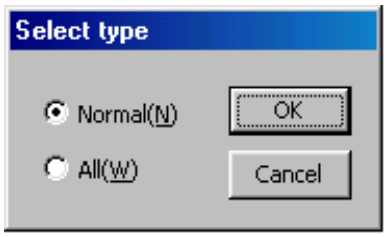

Figure 7.44 "Select type" dialog box
Click *"Upload (U)"* in the "Index TypeB Menu" to display the "Select type" dialog box (see Figure 7.44).